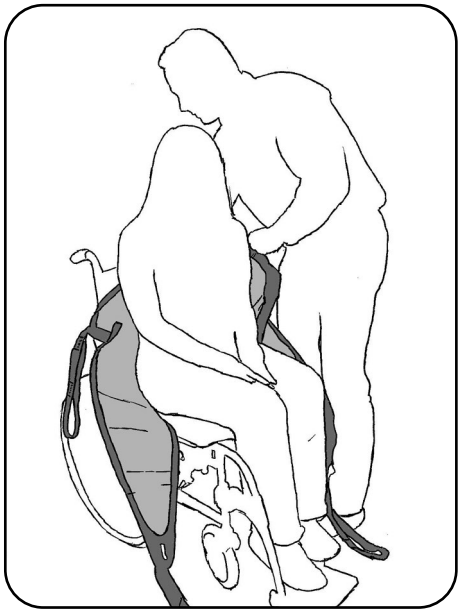

Abb. 8.2.01 – Liftergurt zwischen Patient und Sitzfläche positioniert
4. Schieben Sie den Liftergurt mit dem Mittelteil so weit wie möglich unter die Sitzfläche des Patienten (Abb. 8.2.01). Achten Sie darauf, dass die Beinstützen jeweils rechts und links von den Beinen des Patienten liegen und nicht verdreht sind.